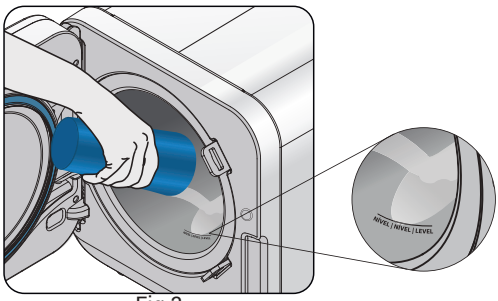

Fig.3
4. Com o copo, coloque **água destilada** na câmara até atingir a marca de nível de água (Fig. 3).